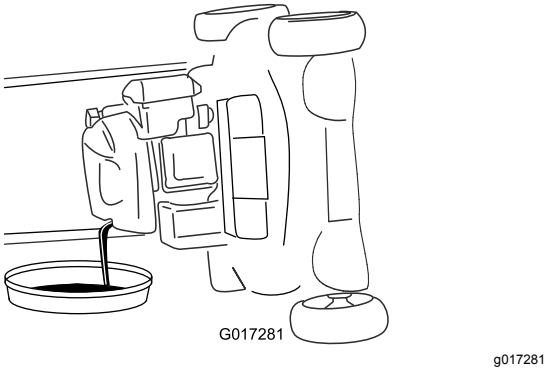

Figuur 33
4. Kantel de machine op de zijkant (met het luchtfilter naar boven) om de oude olie uit de vulbuis te laten lopen (Figuur 33).